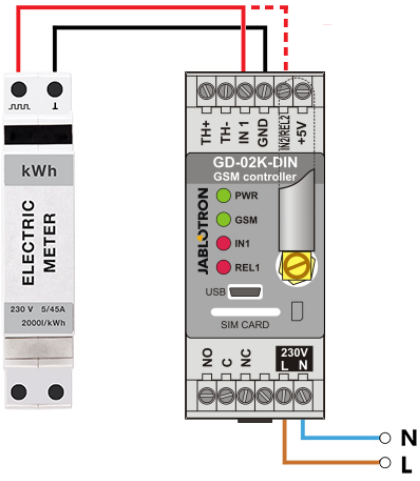

Abbildung 6: Messungsmodus des Energieverbrauchs.
- Dieser Modus erfordert die Verbindung zwischen dem Impulsausgang des Elektrizitätszählers und den Klemmen IN1 oder IN2 und der Klemme GDN von GD-02K-DIN (siehe Abbildung 6). Wenn der Stromzähler für zwei Tarife bestimmt ist oder wenn zwei unabhängige Stromzähler vorhanden sind, können Sie beide Eingänge gleichzeitig verwenden. Der Stromzähler kann einphasig oder dreiphasig sein.